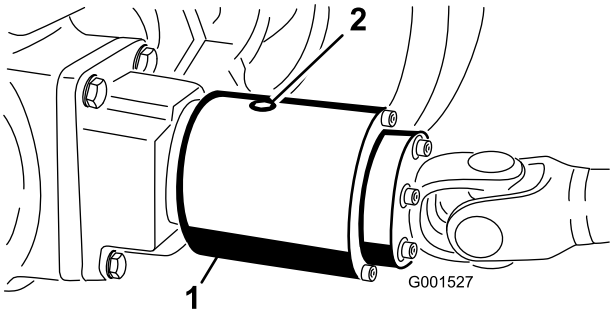

**Figur 56**
3. Vrid kopplingen så att kontrollpluggen riktas nedåt (Figur 56).